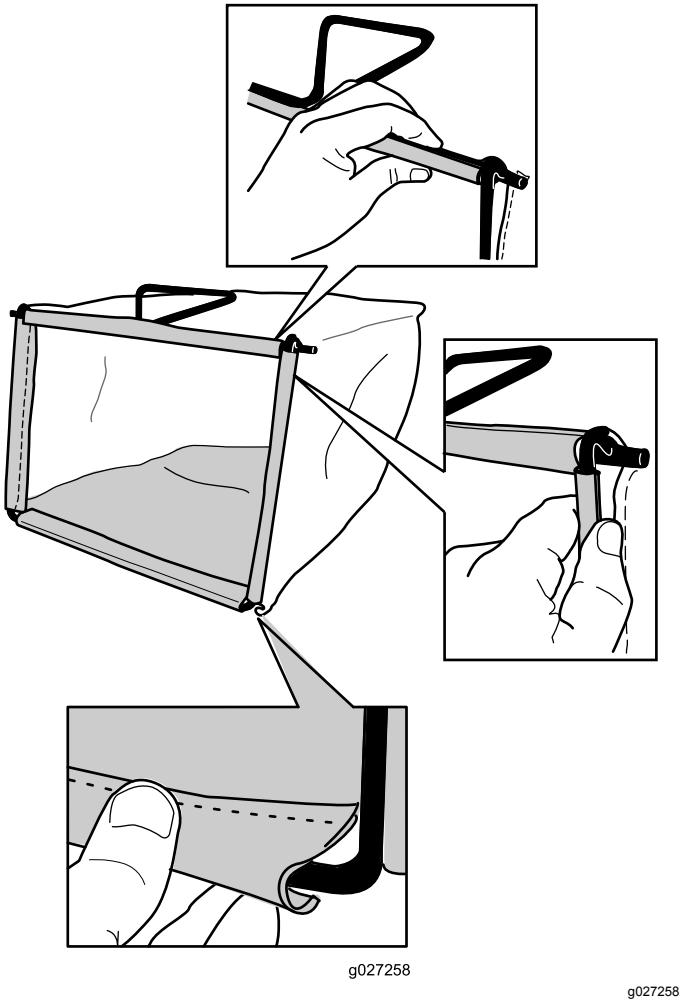

Figur 8
2. Haka fast uppsamlarens nedre kanal på den nedre delen av ramen (Figur 8).
3. Haka fast uppsamlarens övre kanal och sidokanaler på överdelen respektive sidorna på ramen (Figur 8).